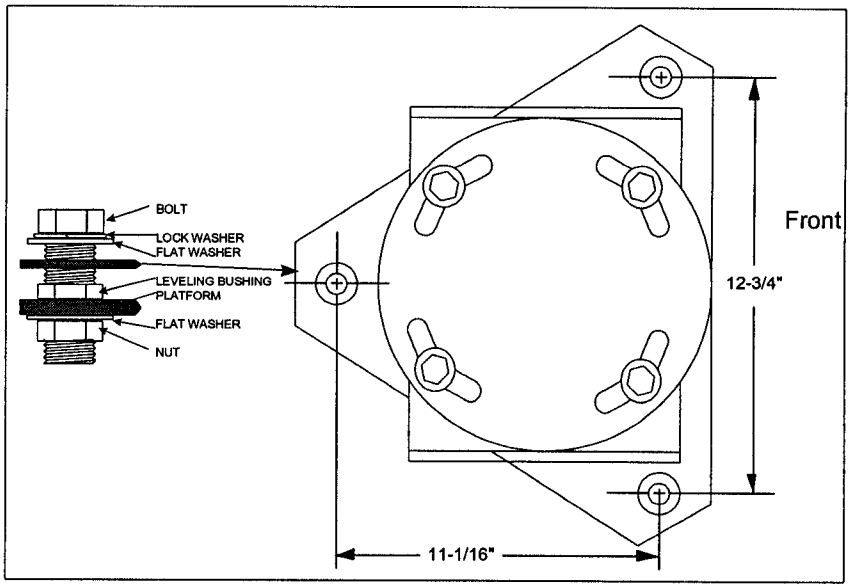

Figure 4-7
a. The net weight of the lantern unpacked, is 160 pounds. Therefore, weight handling equipment will be needed at the aid to facilitate installation. The lantern must be installed on a stable platform to ensure that accurate aim is maintained. The lantern is secured to the platform using 1/2" bolts, as shown in Figure 4-7. Leveling bushings are provided in the base to assist in leveling the lantern. Slots in the base allow the beacon to be aimed.